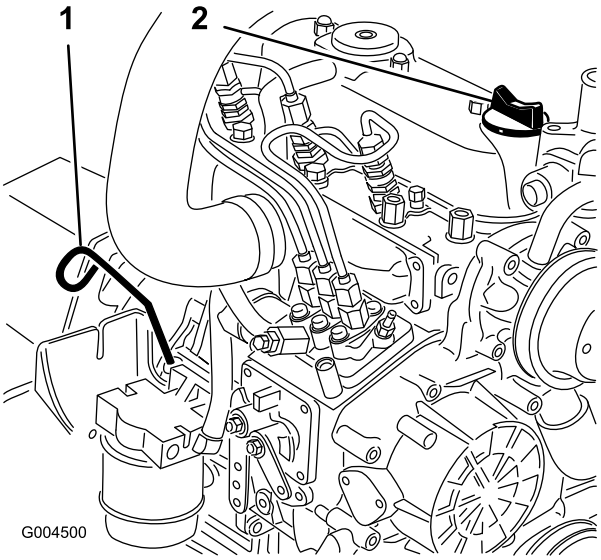

Figur 40
3. Fjern målepinden (Figur 40), tør den af, og sæt den tilbage igen. Fjern målepinden, og kontroller oliestanden.
4. Hvis olieniveauet er under FULL-mærket, skal du fjerne påfyldningsdækslet (Figur 40) og fylde olie på, indtil niveauet når FULL-mærket.